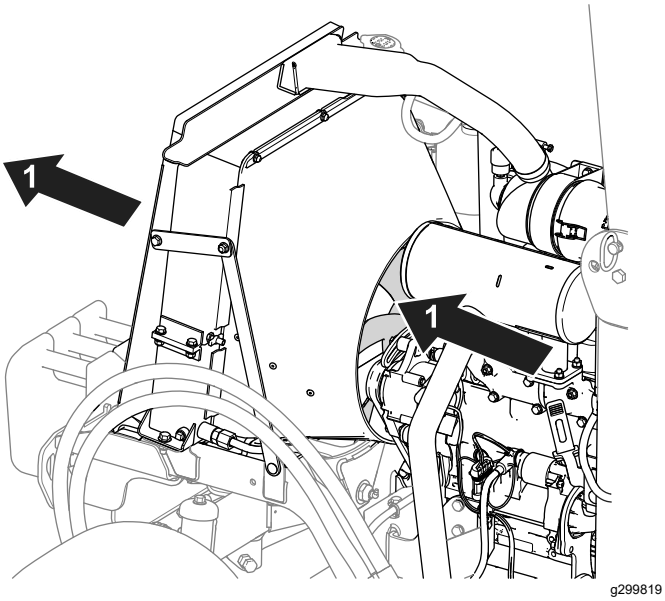

Figure 74
- Nettoyez les ailettes du radiateur à l'air comprimé. Dirigez l'air de l'intérieur vers l'extérieur de la machine (Figure 74).